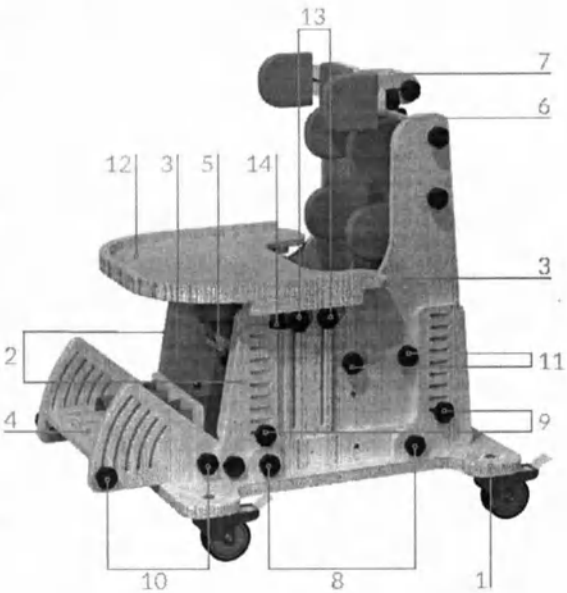

Рис. 2 – Общий вид опоры
Опора (рис. 2) состоит из основания на колёсах (1), к которому крепятся боковины (2) и (3). К боковинам (2) крепится подножка (4).
Основание с боковинами (рис. 2)
Подножка (рис. 2)
Столик с подлокотниками (рис. 2)
Сиденье (рис. 2 и 3)
Сиденье имеет регулировку по вылету (глубине). Для этого необходимо ослабить барашки (11, рис. 2) на боковинах (3). Затем необходимо перевести сиденье в требуемое положение и снова закрутить барашки (11) до фиксации сиденья.